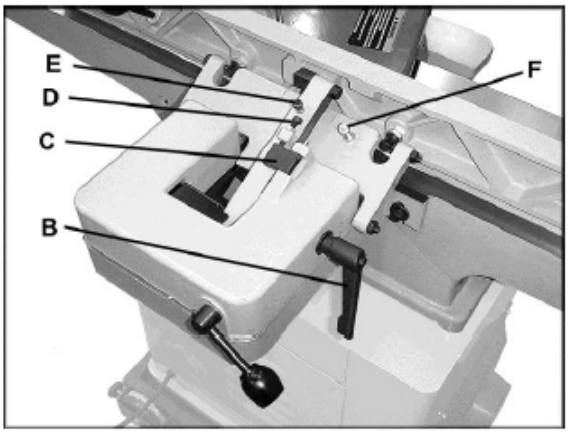

Рис. 10
- Регулировка данного упора осуществляется с помощью винта (D, Рис. 10).
- Ослабьте зажимную рукоятку (B, Рис. 10) и шестигранную гайку на винте (D, Рис. 10).
- Установите угольник на стол вплотную к упору и переместите упор, чтобы он встал точно под углом 90°. Закручивайте винт (D, Рис. 10) до тех пор, пока он не коснется стопорного блока (C, Рис. 10).
- Затяните шестигранную гайку (D, Рис. 10) и зажимную рукоятку (B, Рис. 10).
- Регулировка данного упора осуществляется с помощью винта (E, Рис. 10).
- Ослабьте зажимную рукоятку (B, Рис. 10) и шестигранную гайку на винте (E, Рис. 10).
- Закручивайте винт (E, Рис. 10) до тех пор, пока он не коснется литого основания под ним.
- Затяните шестигранную гайку (E, Рис. 10) и зажимную рукоятку (B, Рис. 10).
- Выщелкните стопорный блок (C, Рис. 10).
- Регулировка данного упора осуществляется с помощью винта (F, Рис. 10).
- Ослабьте зажимную рукоятку (B, Рис. 10) и шестигранную гайку на винте (F, Рис. 10).
- Закрутите винт (F, Рис. 10) до нужной высоты.
- Затяните шестигранную гайку (F, Рис. 10) и зажимную рукоятку (B, Рис. 10).